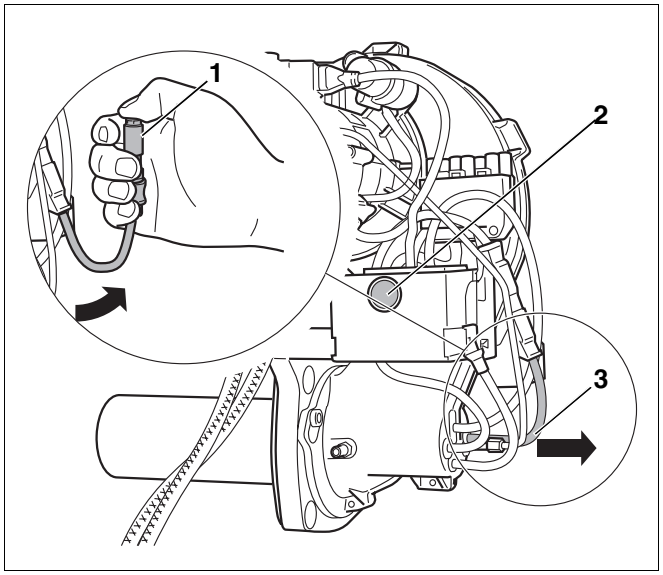

Abb. 20 Flammenfühler auf Funktion prüfen
- Flammenfühler bei laufendem Brenner am vorgesehenen Griff aus der Halterung ziehen (Abb. 20, **Pos. 3**).
- Flammenfühler abdecken (Abb. 20, **Pos. 1**). Es muss nach Wiederanlauf eine Störabschaltung erfolgen.
- Nach einer Wartezeit von ca. 30 Sekunden den Ölfeuerungsautomaten durch Drücken des Entstörtasters (Abb. 20, **Pos. 2**) entriegeln.